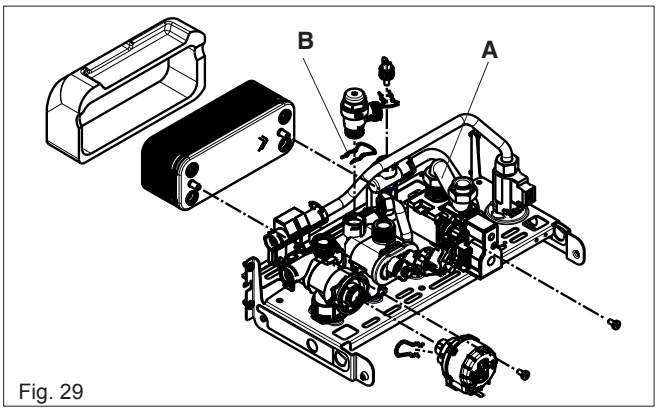

Fig. 29
6.6 SAFETY VALVE (fig. 29)
Carry out component removal procedure as described in 6.4. Unclip and remove the air chamber front and the RH side covers. Slacken the gas pipe (A) at the air box connection and swing/rotate of the fan assembly. Locate and remove the 3 internal nuts (B) which secure the fan assembly in position (C) to the heat exchanger (D). Disconnect the electrode leads and ancillary wiring from their respective connectors. Remove the retaining screws (A, fig. 29) for sensing electrode and remove. Remove the retaining nut (C, fig. 29) for condense sensor (D, fig. 29) and remove. Gently ease the fan assembly out of its location. Once the assembly has been removed, the burner (E) can be withdrawn from the heat engine. Ensure the seal (F) is in good condition, taking care to ensure it is replaced correctly. Replace in the reverse order.
Carry out component removal procedure as described in 6.4. Unclip and remove the three air chamber covers (front, LH, RH sides). Disconnect all the wiring connections. **Fig. 29:** Slacken the gas pipe **(A)** at the air box connection and swing/rotate of the fan assembly. Disconnect the flow **(B)**, return **(C)** and condense connections on the heat exchanger. Locate and remove the 4-screws that secure the heat exchanger to the combustion chamber **(D)**. Move the heat exchanger to the right and disconnect it from the flue collector **(E)**. The heat exchanger can now be lifted up and withdrawn from the appliance.